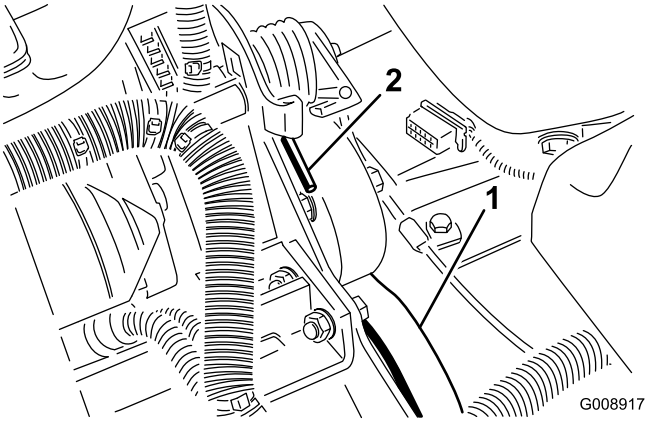

Figur 60
2. Trykk ned og frem på fjærenden (Figur 60) for å hekte den av braketten og frigjøre fjærens spenning.